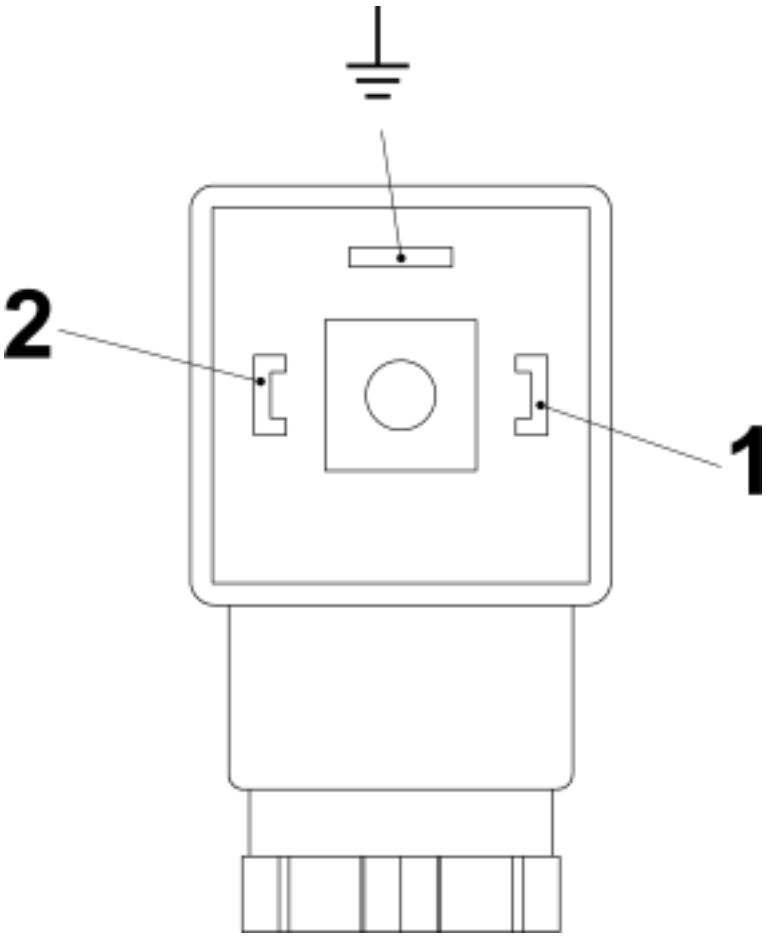
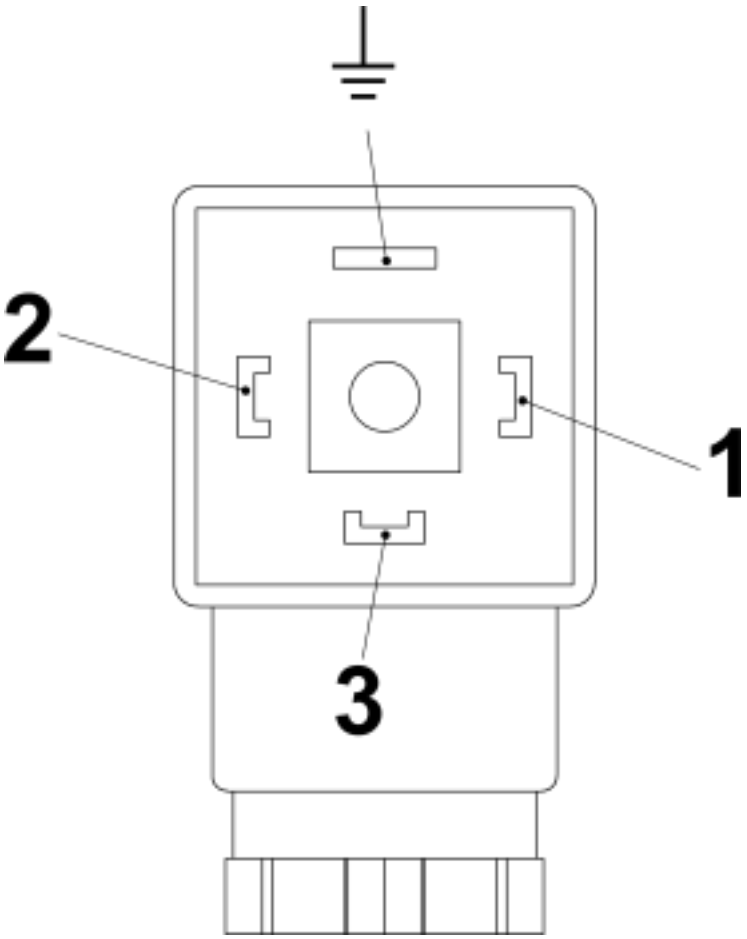

Fig. 32: Pin assignment, plug socket, Normally-Open contact (SG-30 with connector in compliance with EN175301-803)
Fig. 33: Pin assignment, plug socket, Change-Over contact (SG-30 with connector in compliance with EN175301-803)
6. Make the connections as shown in the connection diagrams(*Fig. 32* and *Fig. 33*)